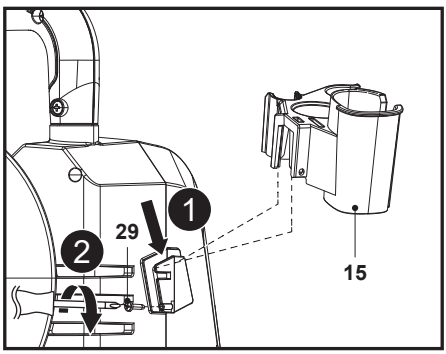

Fig. 1a
1. Glisează suportul de suspendare (15) pe baza de susținere și aliniază gaura de montare, apoi folosește o șurubelniță cu cap în cruce adecvată (nefurnizată) pentru a strânge conexiunea cu șurubul (ST3,5 x 13) (29) (fig. 1a).